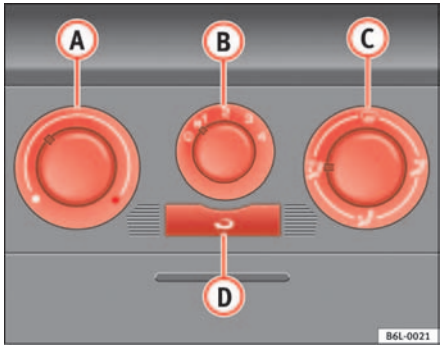

Fig. 83 On the dash panel: Heater controls
– Using the controls ⇒ fig. 83 (A) and (C) and with the switch (B) you can set the temperature, air distribution and the blower speed.
– Press the button (D) to switch air recirculation mode on or off. A button is illuminated by a yellow lamp for as long as the function is switched on.